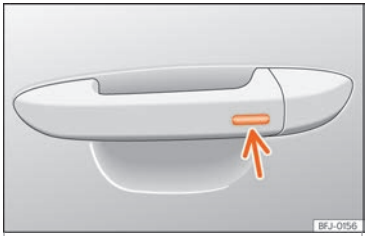

Fig. 94 Door handle: sensor surface.
- Press and hold the locking sensor surface ››› Fig. 94 (arrow) on the door handle to close the sunroof. If you release the sensor surface, the closing movement stops.